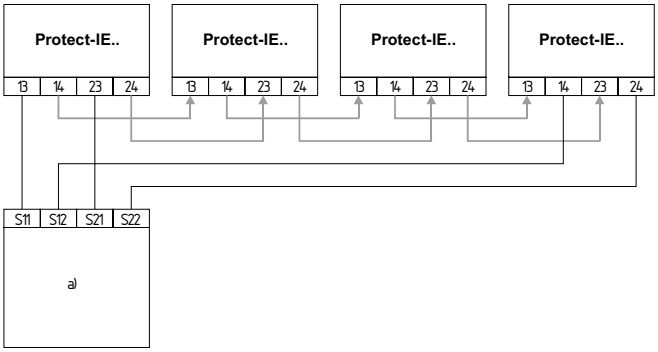

Fig. 12
**Conexión en cascada (véase fig. 12)**